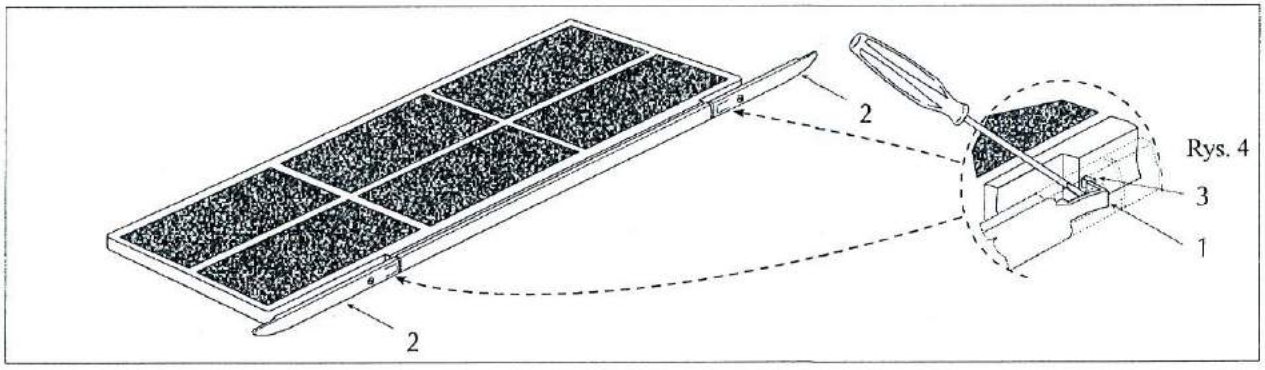

Rys. 4
- Zdjąć tackę ociekową (3) (nie występuje w wersji FCX - AS);
- Zdjąć pokrywę wymiennika (4) odkręcając śruby;
- Odkręcić śruby mocujące wymiennik (5), wyjąć wymiennik;
- Wyjąć kołki (6) z prawej strony
- Obrócić wymiennik (5), przykręcić śruby;
- zamontować pokrywę wymiennika (4) i zabezpieczyć śrubami, włożyć plastikowe kołki (7).Wszystkie tacki ociekowe dostosowane sa do montażu obustronnego. W przypadku montażu pionowego, zamontować tackę z prawej strony (8).
- Dostosować wylot skroplin, odwracając tackę (3) (jeśli jest), umieścić wylot skroplin po prawej stronie (8).
- Wymontować wszystkie połączenia elektryczne z prawej strony, wyjąć i zamontować po lewej stronie (9).
- zamontować kostkę zaciskową (10) i przyłącze przewodu ochronnego (11) po lewej stronie;
- skonfigurować filtr powietrza do nowej pozycji. Przycisnąć do dołu języczek przy użyciu śrubokręta (1 rys. 4) poruszając wspornikiem (2), aż języczek znajdzie się nad wypustem (3). Zwolnić języczek, wspornik ma znaleźć się w pozycji, jak na rysunku 3.